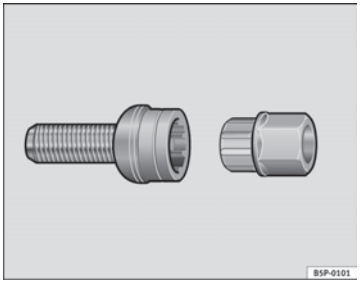

Fig. 136 Anti-theft wheel bolt
– Insert the adapter onto the wheel bolt and push it on as far as it will go ⇒ fig. 136.